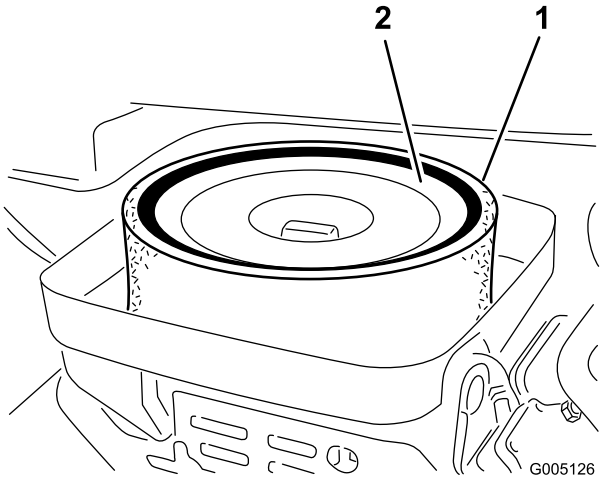

**Figuur 41**
3. Maak de vleugelmoer los waarmee de elementen zijn bevestigd aan de luchtfilterbehuizing (Figuur 41).
4. Als het schuimelement vuil is, moet u dit verwijderen van het papierelement (Figuur 41) Dit moet grondig worden gereinigd. Ga hierbij als volgt te werk: